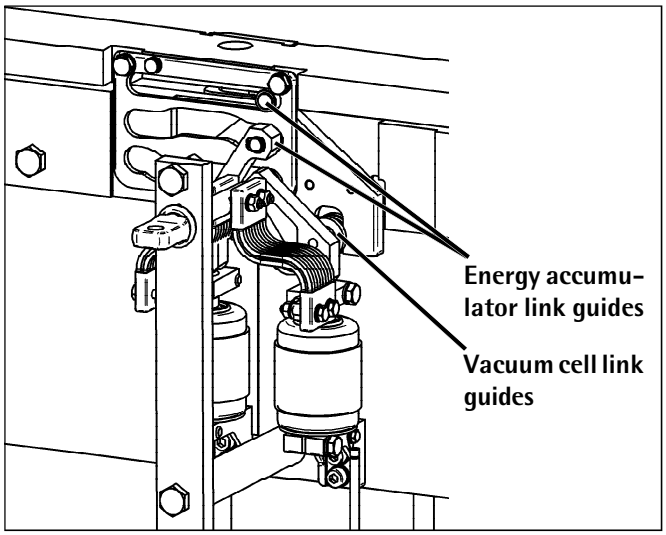

Fig. 26: Vacuum cell link guides
- Link guides on the energy accumulator and on the vacuum-interrupter control (see Fig. 26)